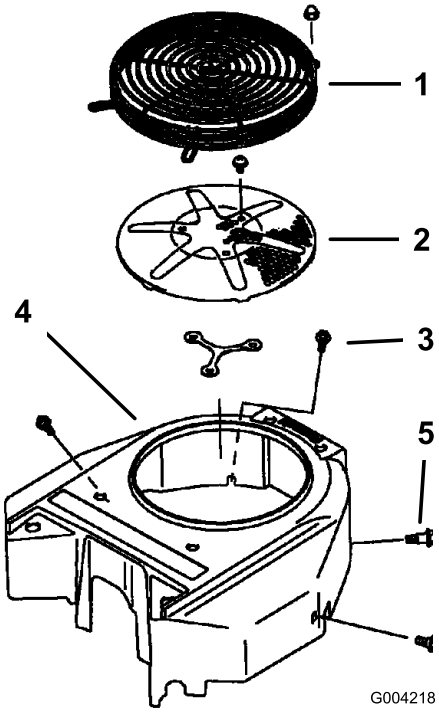

Figur 65
Før hver idriftsættelse skal eventuelt ophobet græs, snavs eller andet affald fjernes fra motorgitteret. Dette sikrer tilstrækkelig køling og korrekt motoromdrejningstal, hvilket mindsker risikoen for overophedning og mekanisk beskadigelse af motoren (Figur 65).
3. Fjern luftindtagsskærmen og dernæst tilbageslagsstarteren og ventilatorhuset (Figur 65).
5. Installer luftindtagsskærmen og dernæst tilbageslagsstarteren og ventilatorhus (Figur 65).